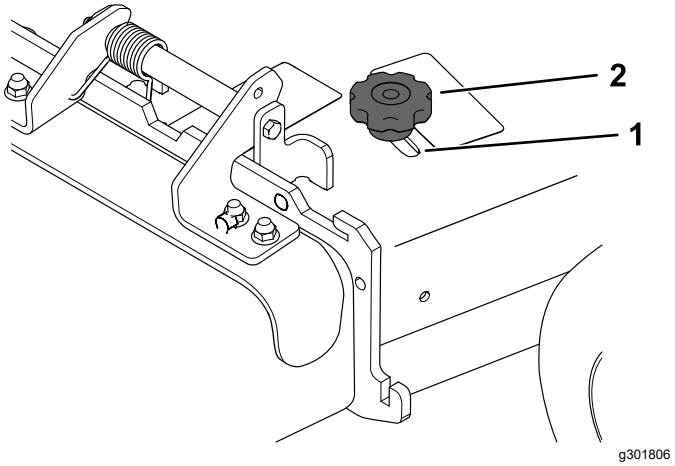

Figure 24
3. Pour régler le déflecteur, desserrez le bouton (Figure 24).